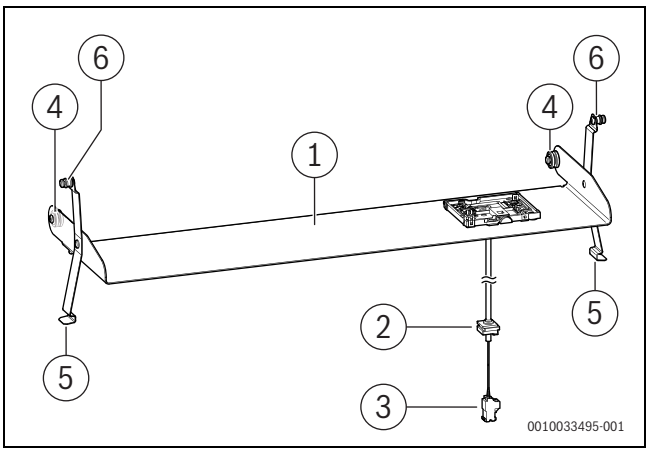

Rys. 119 Osprzęt CS 36
W celu zamontowania modułu obsługowego CW 400 w urządzeniu konieczny jest montaż gniazda wsuwanego (osprzęt dodatkowy CS 36) (→ rys. 119, [1]).
- Rolki (→ rys. 119, [4]) gniazda wsuwanego zawiesić w elementach bocznych obudowy zasobnika.
- Za pomocą sprężyn metalowych (→ rys. 119, [5]) zamocować w pozycji poziomej.
- Zaczepy (→ rys. 119, [6]) po obu stronach gniazda wsuwanego zawiesić w przedniej części obudowy zasobnika i zabezpieczyć.